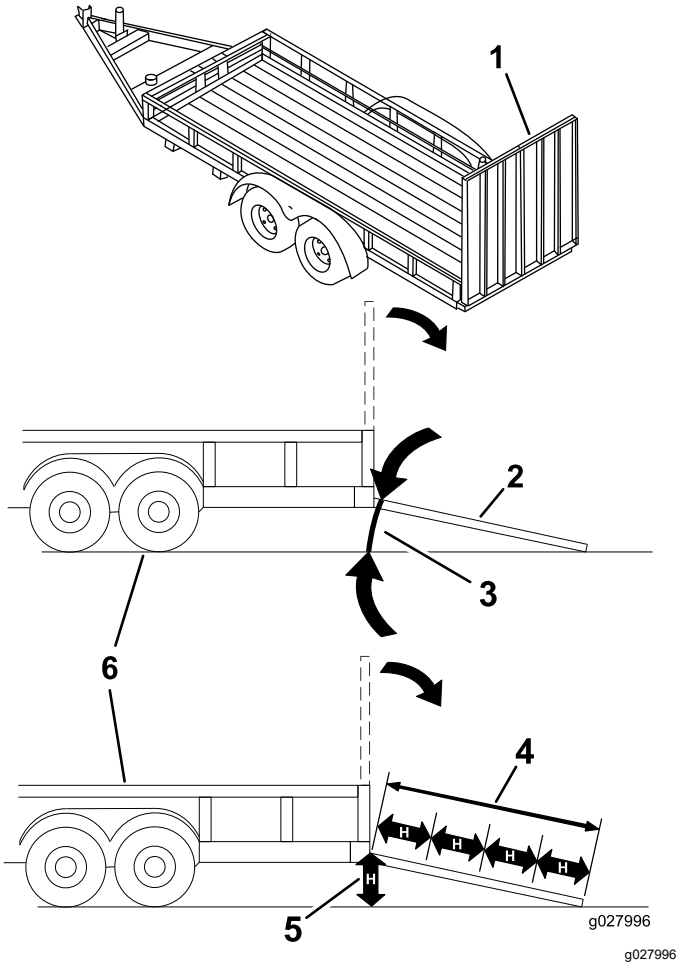

Figuur 34
Als een machine wordt geladen op een aanhanger of een vrachtwagen, wordt de kans vergroot dat de machine kantelt. Dit kan ernstig lichamelijk letsel of de dood veroorzaken (Figuur 34).
3. Laat de oprijplaat zakken; zorg dat de hellingshoek van de oprijplaat ten opzichte van de grond niet groter is dan 15 graden (Figuur 34).
1. Laat de oprijplaat zakken; zorg dat de hellingshoek van de oprijplaat ten opzichte van de grond niet groter is dan 15 graden (Figuur 34).